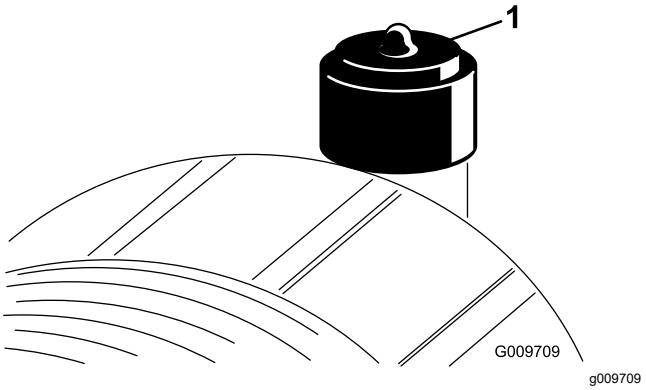

Bild 52
Warten Sie den Luftfiltereinsatz nur, wenn die Verstopfungsanzeige dies angibt (Bild 52). Das frühzeitige Auswechseln des Luftfilterelements erhöht die Gefahr, dass Schmutz in den Motor gelangt, wenn Sie das Filterelement entfernen.
2. Stellen Sie die Verstopfungsanzeige (Bild 52) zurück, wenn sie auf Rot steht.